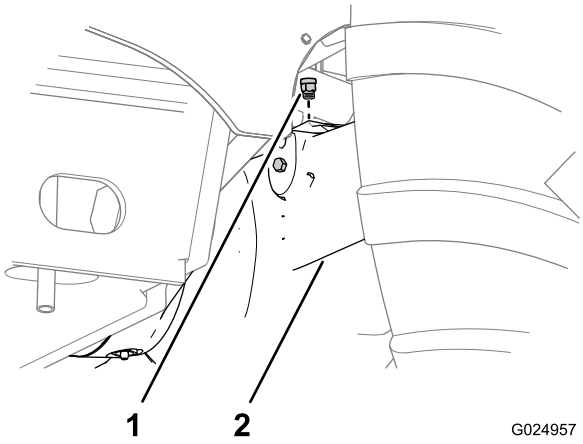
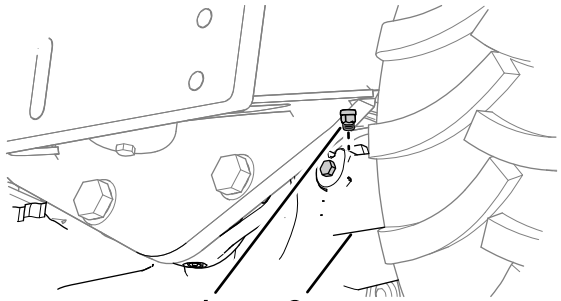

Figura 91
Figura 92
1. Pulite la zona intorno agli sfiatatoi con un solvente detergente (Figura 91 e Figura 92).
2. Togliete gli sfiatatoi dall'assale anteriore e dagli assali posteriori (Figura 91 e Figura 92).
5. Montate gli sfiatatoi sugli assali anteriori e posteriori (Figura 91 e Figura 92).